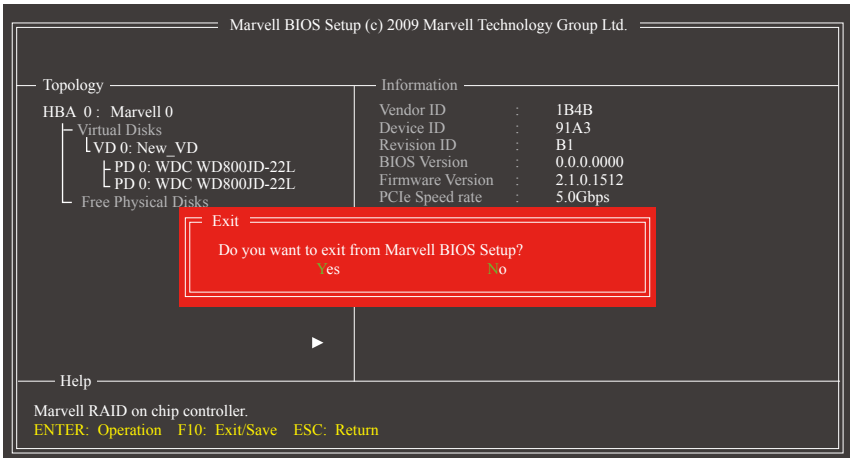

图7
7. 储存设置并离开：设置好磁盘阵列要离开RAID设置程序前，请务必在主画面选择按<F10>键。确定离开请按<Y>，取消请按<N> (图7)。按下来就可以进行操作系统的安装了。